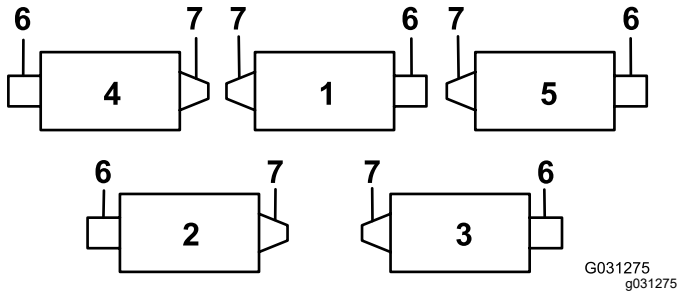
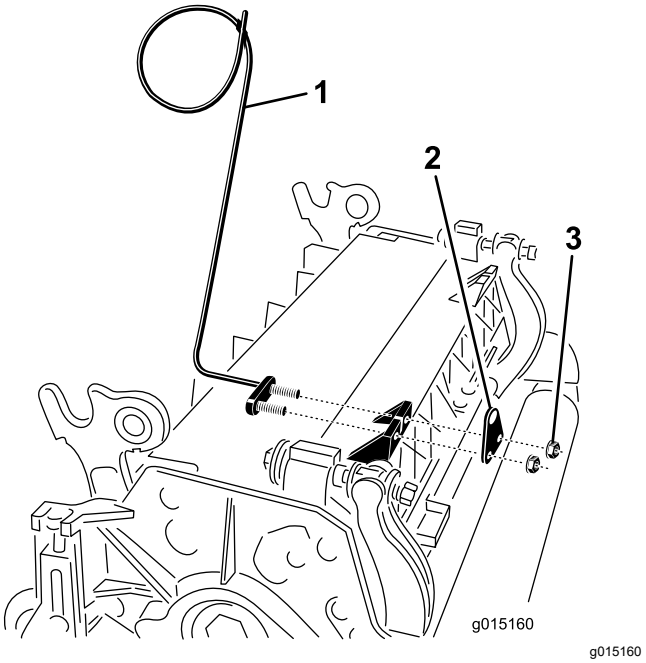
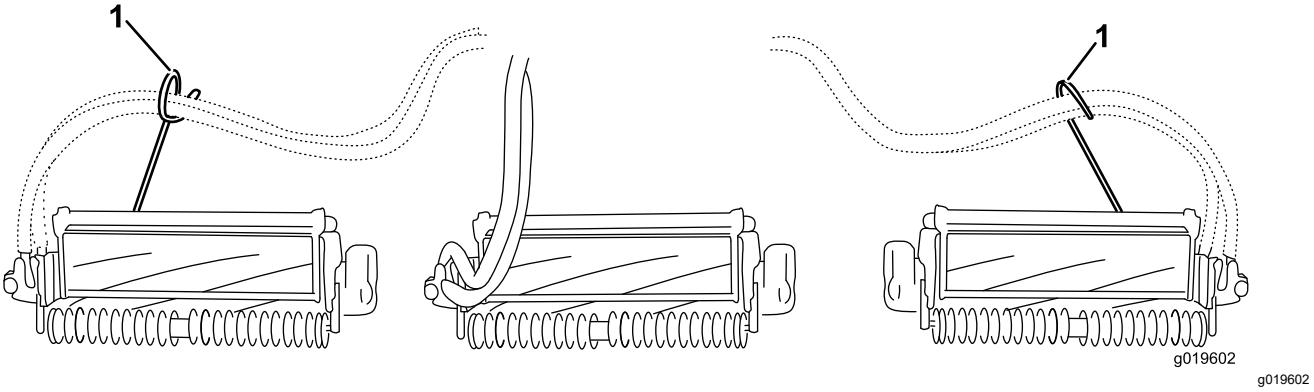

Figur 6
Figur 7
Figur 8
6. På klippeenhed 4 (forrest til venstre) og klippeenhed 5 (forrest til højre) skal du bruge stangbeslagets monteringsmøtrikker til at montere slangeholderne forrest på klippeenhedens tapper. Slangeholderne skal læne imod den midterste klippeenhed (Figur 6, Figur 7, Figur 8).